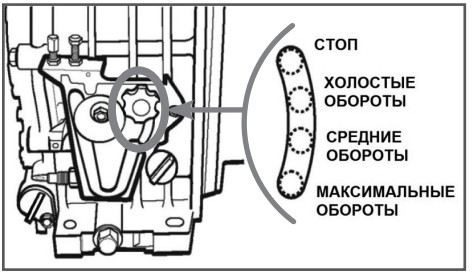

Рис. 16 Управление оборотами двигателя
3. Ослабьте затяжку гайки-фиксатора рычага управления оборотами двигателя, переведите гайку-фиксатор по направляющему пазу вниз до упора (в положение «МАКСИМАЛЬНЫЕ ОБОРОТЫ»), после чего затяните гайку (Рис. 16).
4. Ослабьте затяжку гайки-фиксатора рычага управления оборотами двигателя, переведите гайку-фиксатор по направляющему пазу в положение «ХОЛОСТЫЕ ОБОРОТЫ», после чего затяните гайку (Рис. 16).
Прогретый двигатель можно запускать, сразу установив гайку-фиксатор рычага управления оборотами двигателя в положение «СРЕДНИЕ ОБОРОТЫ» или «МАКСИМАЛЬНЫЕ ОБОРОТЫ» (Рис. 16).
4. Ослабьте затяжку гайки-фиксатора рычага управления оборотами двигателя, переведите гайку-фиксатор по направляющему пазу вниз в положение «ХОЛОСТЫЕ ОБОРОТЫ», после чего затяните гайку (Рис. 16).
1. Ослабьте затяжку гайки-фиксатора рычага управления оборотами двигателя, переведите гайку-фиксатор по направляющему пазу вверх в положение «ХОЛОСТЫЕ ОБОРОТЫ», после чего затяните гайку (Рис. 16).
3. Ослабьте затяжку гайки-фиксатора рычага управления оборотами двигателя, переведите гайку-фиксатор по направляющему пазу вверх до упора в положение «СТОП», после чего затяните гайку (Рис. 16).
1. Ослабьте затяжку гайки-фиксатора рычага управления оборотами двигателя, переведите гайку-фиксатор по направляющему пазу вверх до упора в положение «СТОП», после чего затяните гайку (Рис. 16).
1. После прогрева двигателя ослабьте затяжку гайки-фиксатора рычага управления оборотами двигателя, переведите гайку-фиксатор по направляющему пазу вниз до упора (в положение МАКСИМАЛЬНЫЕ ОБОРОТЫ), после чего затяните гайку (Рис. 16). Мотопомпа при этом начнет работать в режиме максимальной производительности.